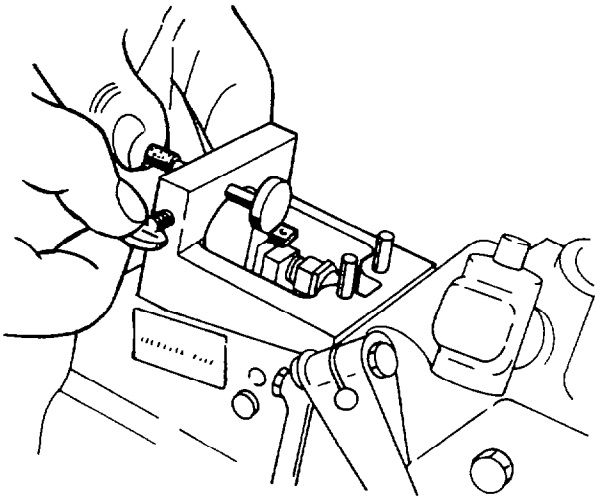

Fig. 123 — Footed Pin Touching Upper Vertical Face of the Stop Plate
o. Check the "K" dimension (this is the horizontal dimension from the upper vertical face of the stop plate to the inner machined vertical surface of the governor housing), with tool TSE 79100 as shown in fig. 123.